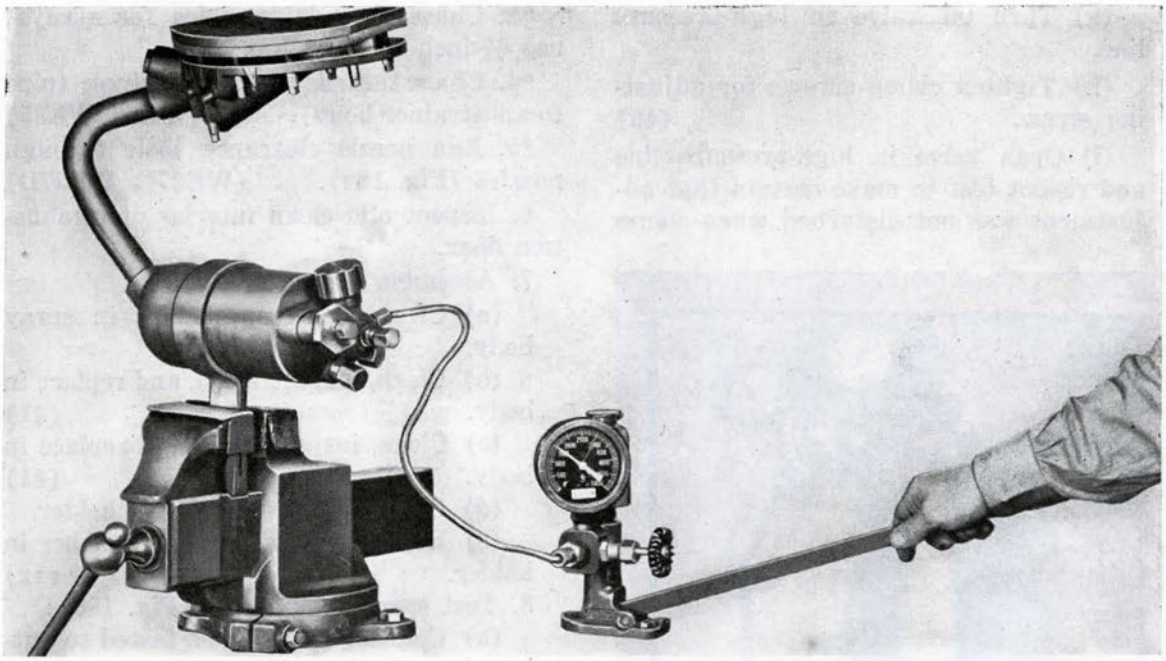

Figure 187
*11. Replace test plug and washer in nozzle hole. (183)
*12. Test combustion flask and nozzle unit for leaks as follows (Fig. 187):